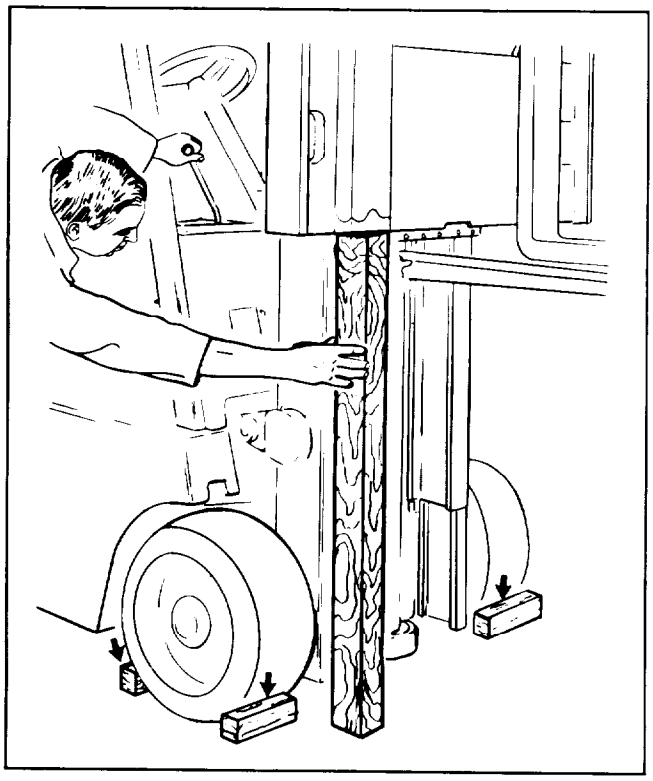

Figure 5-141. Blocking Carriage
b. Raise carriage about 4 feet. Place a 4 x 4 oak beam or steel I-beam, 3 to 4 feet in length, upright between carriage and floor and lower carriage until it rests on the end of the beam. (See figure 5-141.) Remove Hydraulic hoses from carriage.
h. Raise the carriage approximately 4 feet and block it with a 4 x 4 timber as shown in figure 5-141. Lower the carriage so that it rests on the end of the beam.